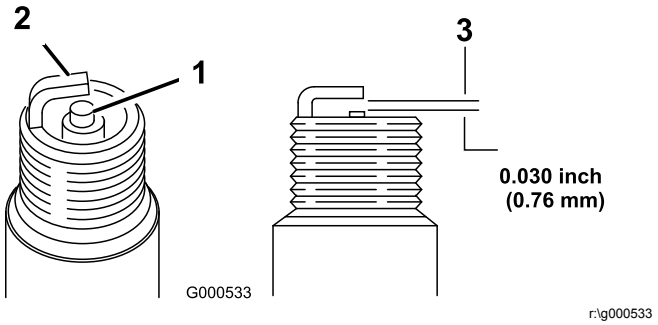

Рисунок 17
5. Установите в свече зазор, равный 0,76 мм, как показано на Рисунок 17.